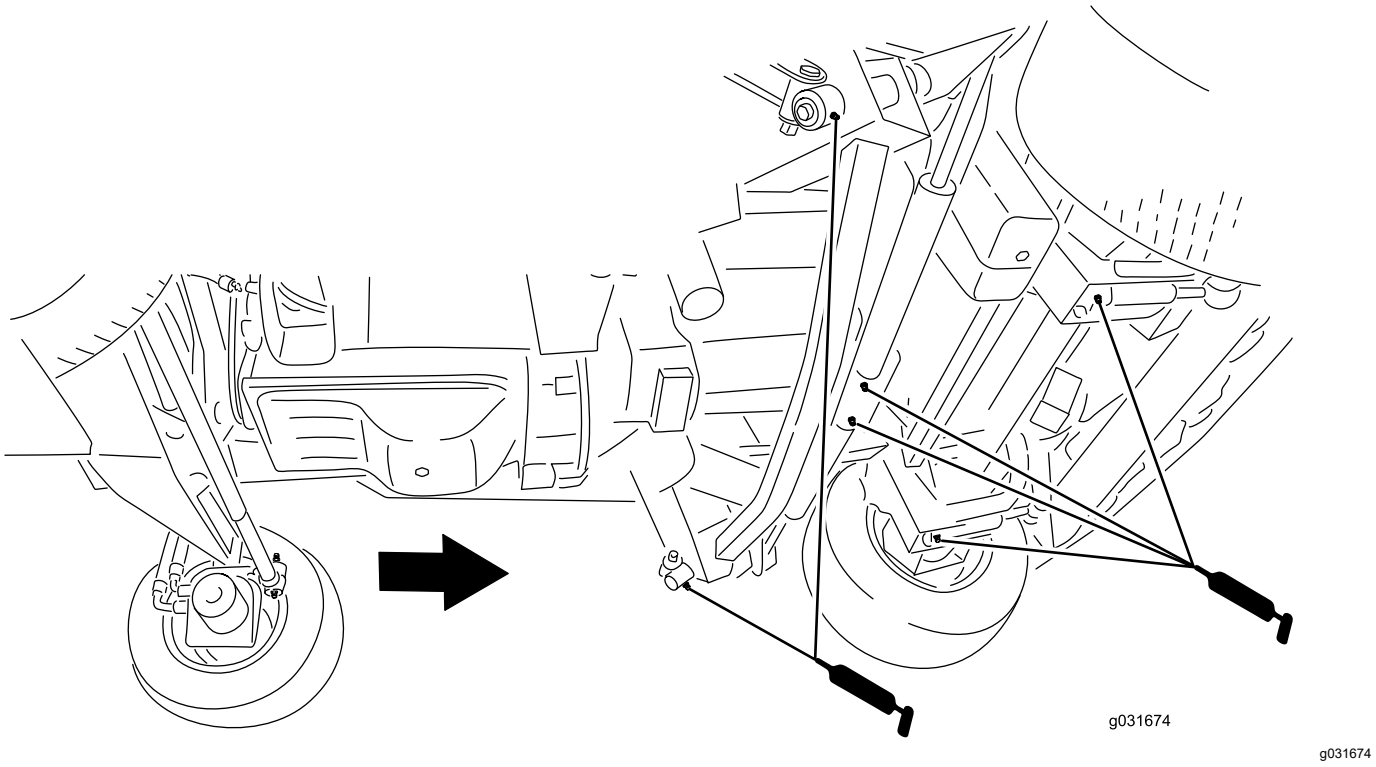

Figur 80
- 2 slagarmar (Figur 80)
- 2 lyftcylindertappar för främre däcket (Figur 80)
- 2 lyftcylindertappar för sidodäcket (Figur 80)